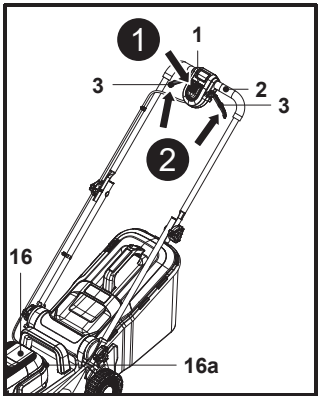

**Fig. 16**
**NOTA:** La máquina solo se puede arrancar pulsando el interruptor de seguridad (1) y apretando a continuación las palancas de arranque (3). En orden inverso, la máquina no arranca.
1. Levante la tapa magnética (15c) y abra la tapa del compartimento de la batería (15); a continuación, inserte por completo la batería (24).
2. Cierre la tapa del compartimento de la batería (15) con cuidado.
3. Colóquese detrás de la empuñadura de agarre (2).
4. Mientras mantiene pulsado el interruptor de seguridad (1), tire de las palancas de arranque (3) hacia la empuñadura de agarre (2) y manténgalas en esa posición (Fig. 16, pasos 1 y 2).
5. Una vez que el cortacésped haya arrancado, suelte el interruptor de seguridad (1).
6. La capacidad real de la batería aparecerá en la pantalla de la batería (16a) en la parte posterior de la tapa del motor (16).